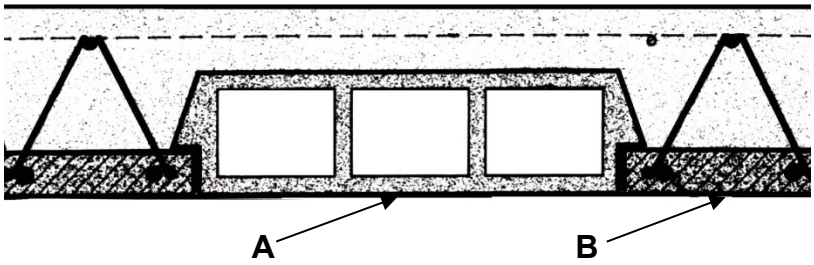

FIGURE 6.4
6.4 Answer the following questions in regard to the floor construction in FIGURE 6.4.